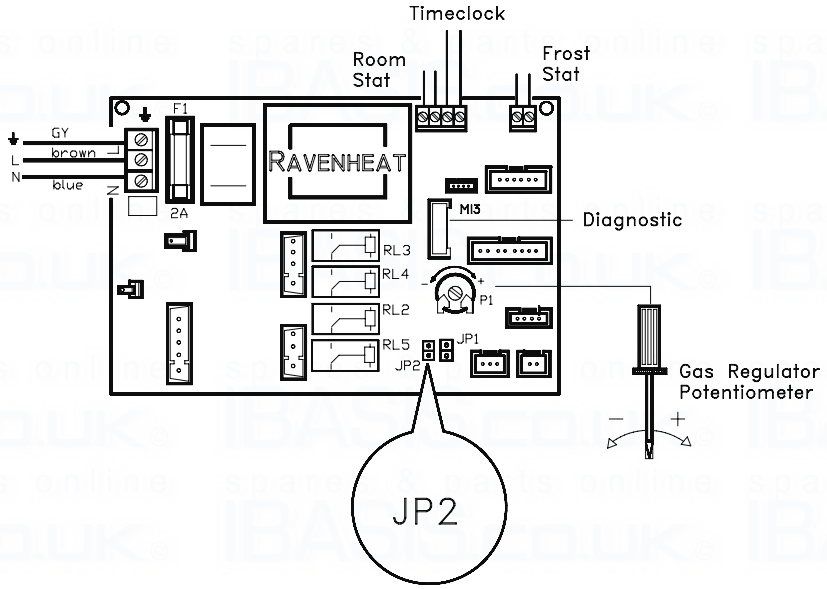

Fig. 48
- The terminals are easily visible on the front of the electronic control board (Fig. 48).
Lift the instrument panel in order to detach it from the sides, and lower it down by rotating it on its own hinges . The terminal box is easily visible on the front of the control panel Pull the electrical cover off to expose connection (Fig. 48).